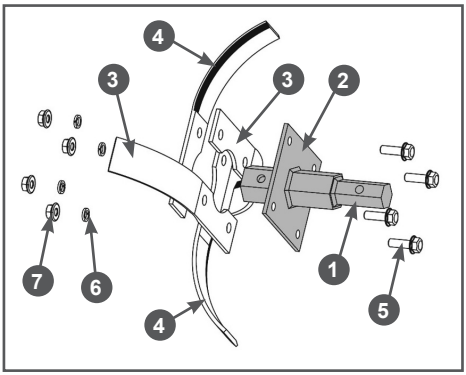

Рис. 8 Установка ножей на фланец дополнительной секции оси фрезы
2.4 Установите ножи на дополнительную (короткую) секцию оси фрезы. Со стороны шестигранного хвостовика 1 оси вставьте в отверстия во фланце 2 оси болты 5, далее в соответствии с рисунком 8 на противоположной от хвостовика 1 стороне фланца 2 оси установите правые ножи 3 (имеющие изгиб в сторону от хвостовика). После этого, установите левые ножи 4 (имеющие изгиб к хвостовику 1) как показано на Рис. 8, затем установите пружинные шайбы 6 и закрутите гайки 7 (Рис. 8). Затяните все резьбовые соединения.